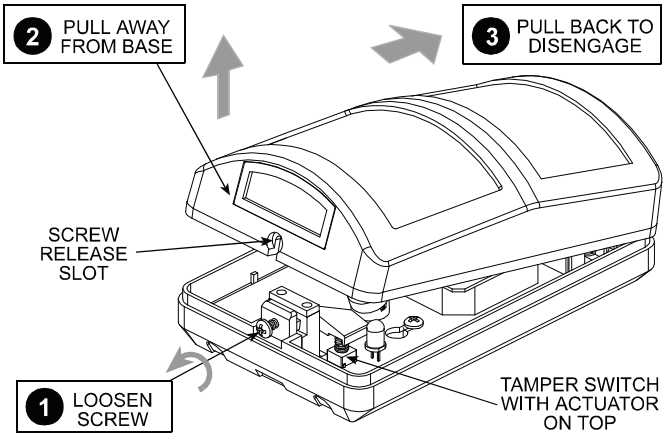

Figure 3. *Cover Removal*
A. Remove the front cover as shown in Figure 3.